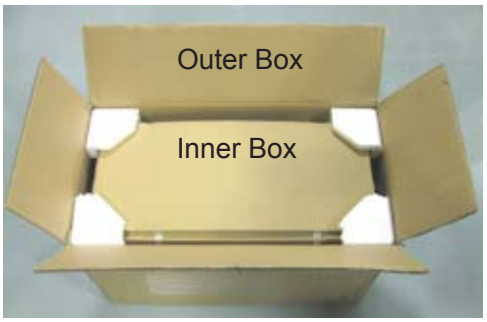

Figure SU-1 Outer Box Open
1. Remove the Packaging Straps from the Outer Box and cut the tape to access the inside of the box. Refer to Figure SU-1.